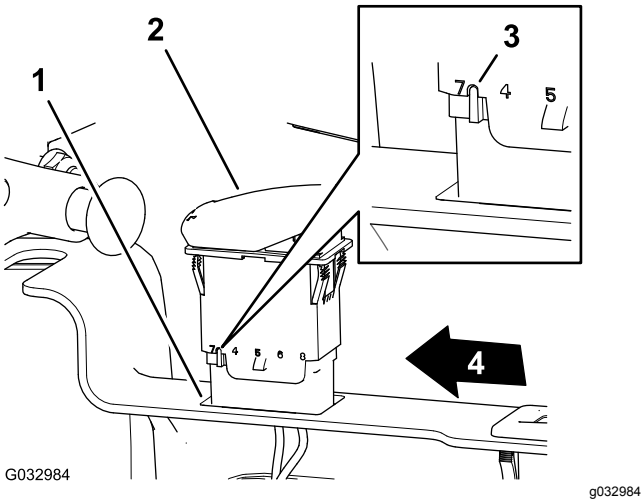

Рисунок 23
5. Выровняйте переключатель таким образом, чтобы выемка в корпусе переключателя была обращена к левой стороне панели управления (Рисунок 23).
6. Вставьте переключатель в отверстие панели управления так, чтобы он со щелчком надежно зафиксировался на месте (Рисунок 23).